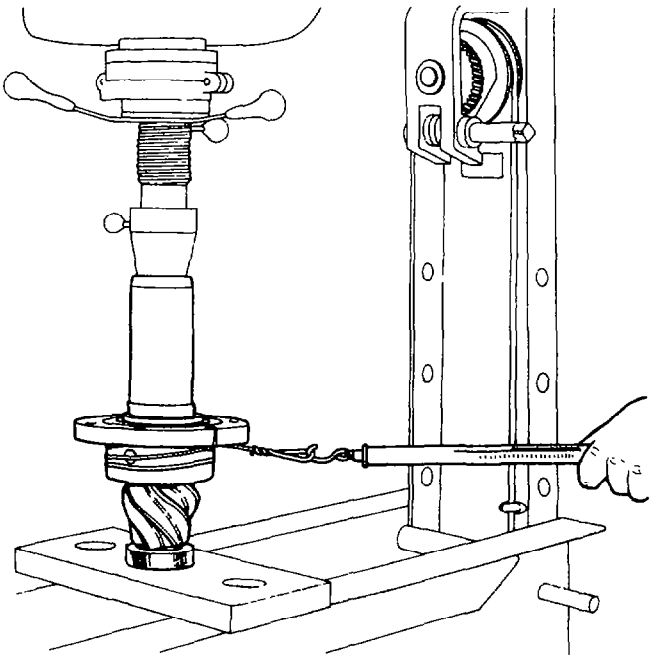

Fig. 356 — Checking Pinion Bearing Pre-load
f. Wrap a cord or soft wire several times around the pinion bearing cage (item 40) and connect a spring scale to one end of the cord. Pull on the spring scale using a steady, even pull until the pinion cage starts to rotate (see fig. 356). The reading on the spring scale should be 3 – 6 kg (6 – 14 lb). If the pre-load in incorrect, use a thicker spacer to decrease the pre-load or a thinner spacer to increase it. Always use the correct size spacer, do not use a shim to increase the spacer thickness.